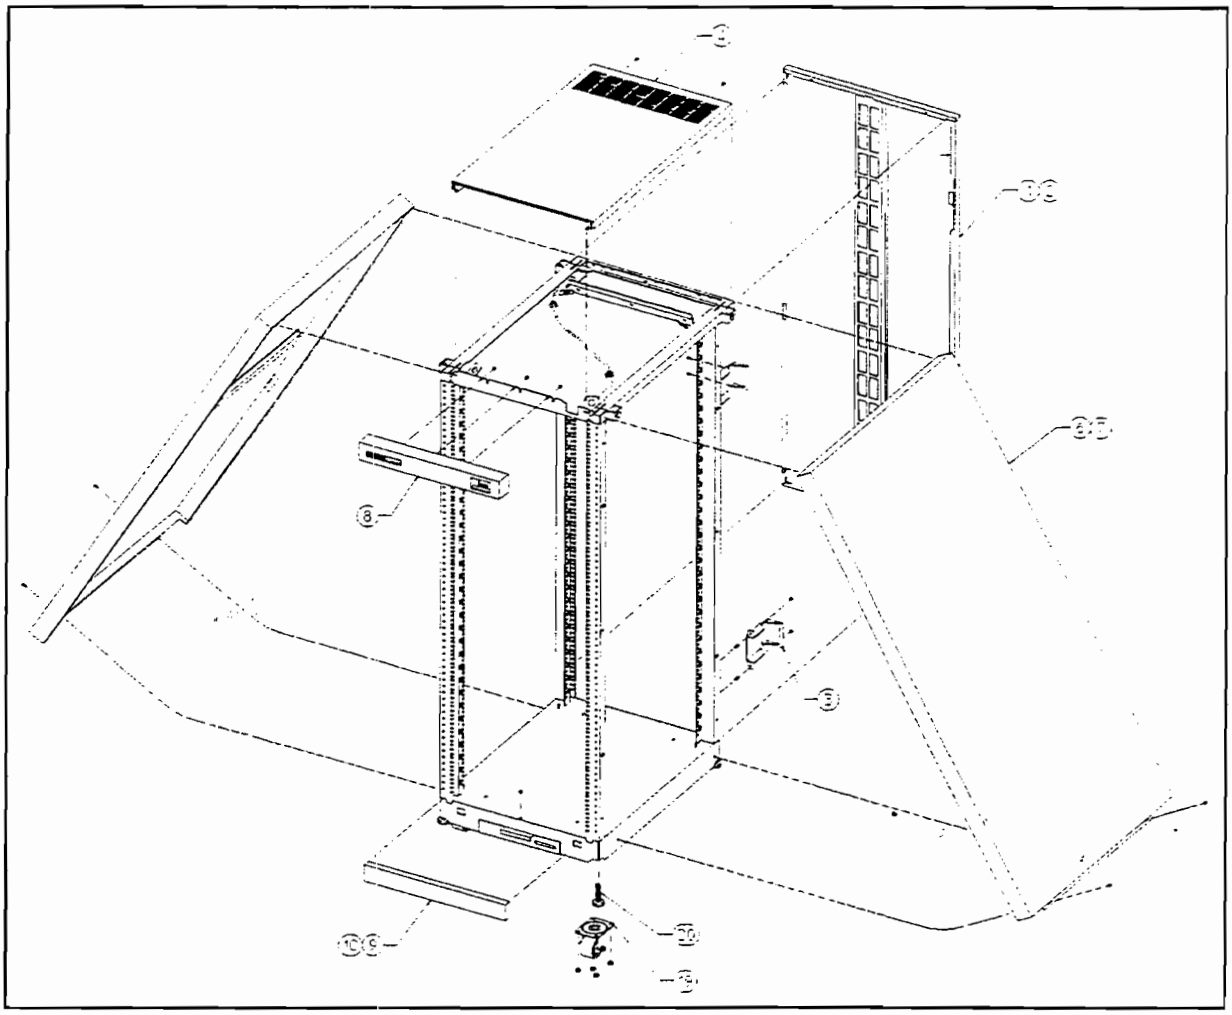

Figure 9-21. Cabinet Exploded View Front
Refer to item 1 in Figure 9-21 while performing these procedures.
Refer to item 4 in Figure 9-21 while performing these procedures.
Refer to item 6 in Figure 9-21 while performing these procedures.
To remove the forehead assembly, the power has to be turned off and the top cap has to be removed first. Refer to item 8 in Figure 9-21 while performing these procedures.
Refer to item 9 in Figure 9-21 while performing these procedures.
Refer to item 3 in Figure 9-21 while performing these procedures.
This procedure is also used to remove or replace a rail clamp. Refer to item 11 in Figure 9-21 while performing these procedures.